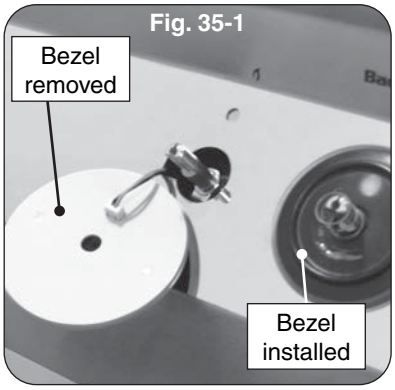

Fig. 35-1
4. Slowly lift the lighted bezels to clear the valve stems, and let rest as shown in Fig. 35-1.